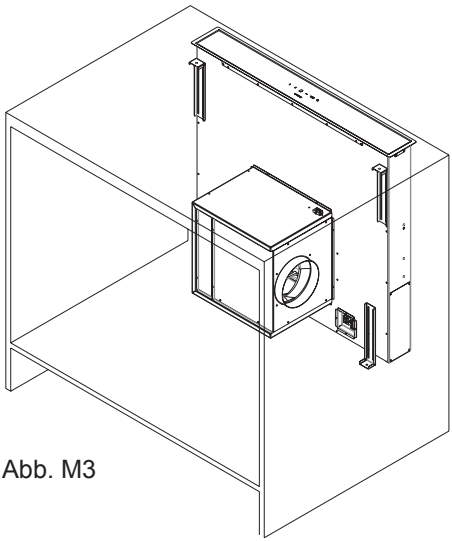

Abb. M3
- Sie können die Abluft von allen Richtungen an die Haube anschließen (Abb.M3). Dazu können Sie nach dem Einbau des Haubengehäuses die Motorbox daran entsprechend anschrauben. Für einen Luftauslass nach vorn muss die Winkelplatte mit dem runden Abluftstutzen und darunter dem Motor abgeschraubt, gedreht und wieder angeschraubt werden.
Die Motorbox an den Haubenkörper befestigen (Abb. M3). Achten Sie auf die Ausblasrichtung des Motors (s. Abb. M3 und Seite 12)